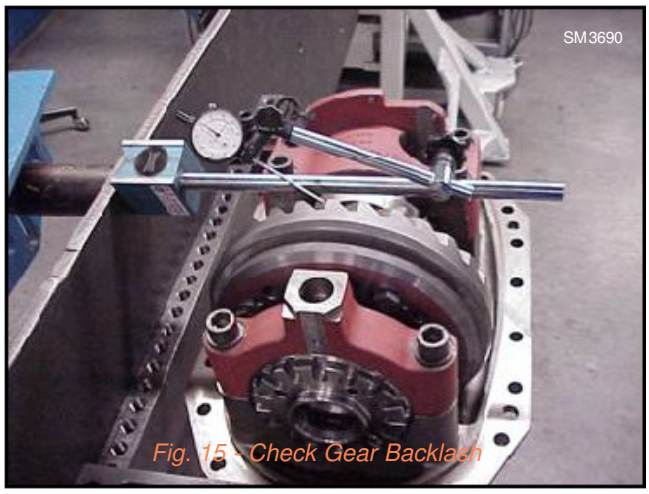

Fig. 15 - Check Gear Backlash
17. Using a suitable dial gauge indicator, inspect gear backlash and contact pattern. Backlash should be 0.15 - 0.25 mm. Refer to Figures 15 and 16.